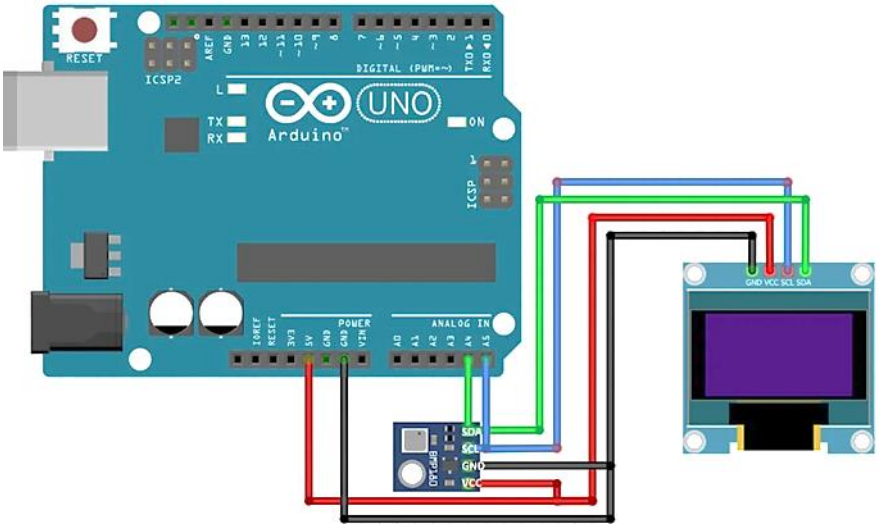

Figure 2: Arduino board's pin connections with a weather sensor and an OLED (schematic diagram)
The circuit diagram of Fig. 2 shows how to connect a weather sensor and an OLED to the Arduino Uno board, but you can follow the same procedure for the Arduino Mega or Arduino Nano. Everything will remain the same except for the pin numbers. You must check the pinouts of Arduino Mega or Nano.
1. Connect the circuit diagram as per Fig. 2. Connect the weather sensor and OLED.